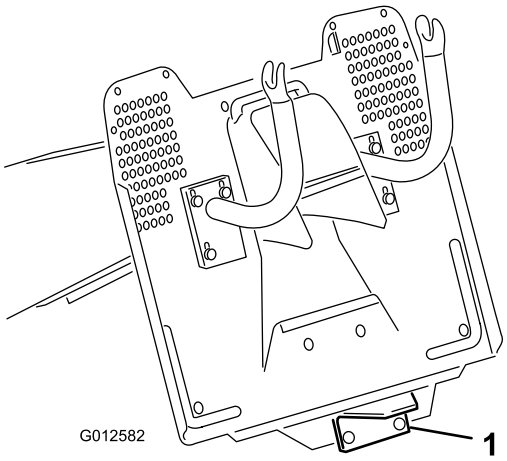

Figur 19
2. Monter tilbehøret på tauingskoblingen som finnes lavt på den lavere delen av maskinen (Figur 19).